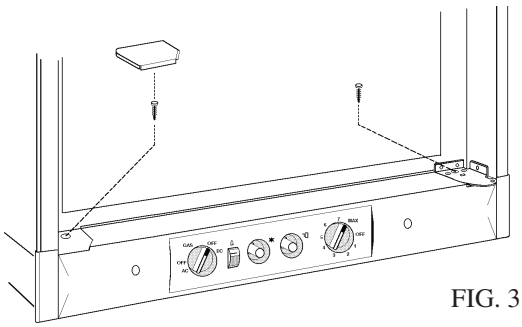

FIG. 3
a) Secure the refrigerator to the floor with two screws: One screw through the hinge and into the floor, and on the opposite side one screw through the front base, see fig. 3.